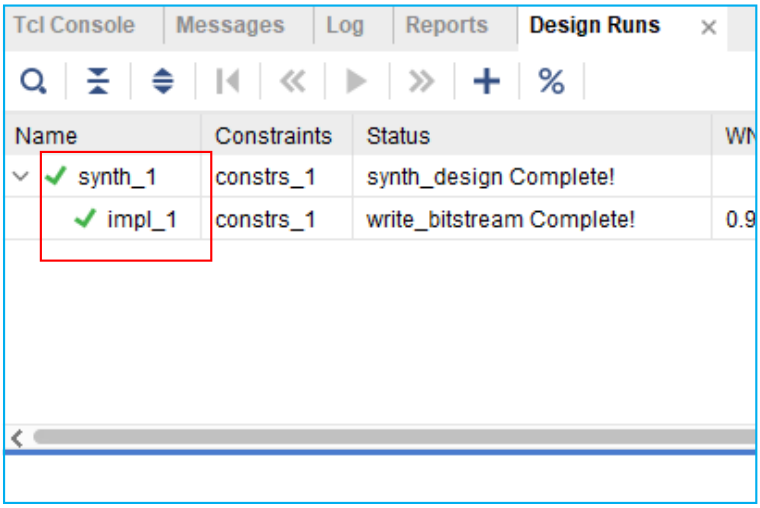
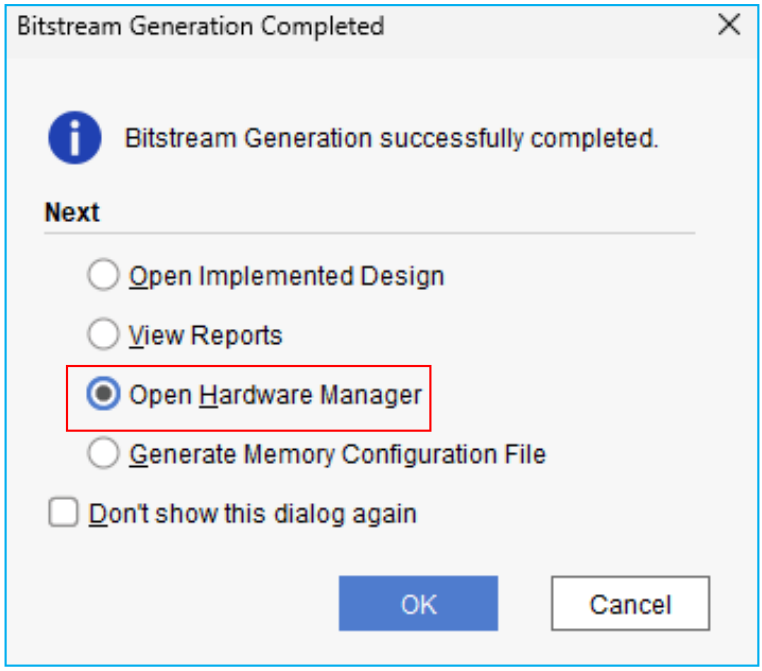

Fig.21. Proceso de síntesis, implementación y generación de *bitstream* exitoso.
Fig.22. Ventana de finalización de la generación del archivo *bitstream*.
26. A partir de ahora comienza el proceso de síntesis e implementación del diseño, puede tardar varios minutos. Una vez finalizado se indicará del modo que se ilustra en la Fig.21. Además, se abrirá una ventana emergente indicando que se completó la generación del *bitstream*. Si se desea programar la FPGA con el archivo se debe seleccionar la opción `Open Hardware Manager` y pulsar en `OK` (Fig.22).